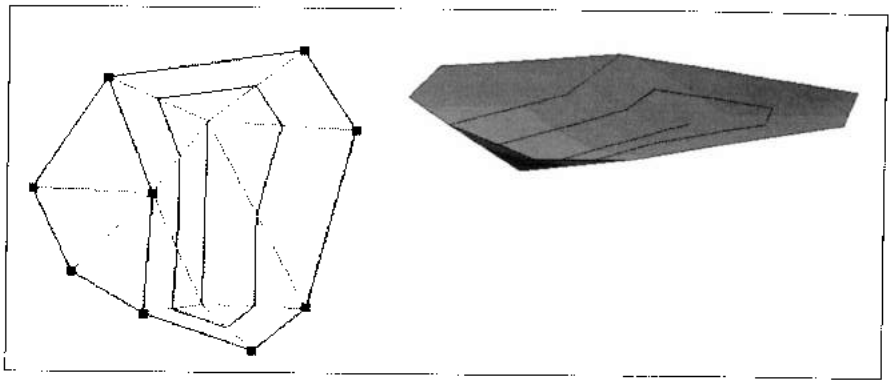

Рис. 22.3. *Образец топо-поверхности с линиями триангуляции и исходного контура*
7. Завершить построение поверхности, выбрав на ленте в разделе **Surface** (Поверхность) команду **Finish Surface** (Принять поверхность). Будет сформирован образец топо-поверхности (рис. 22.3)